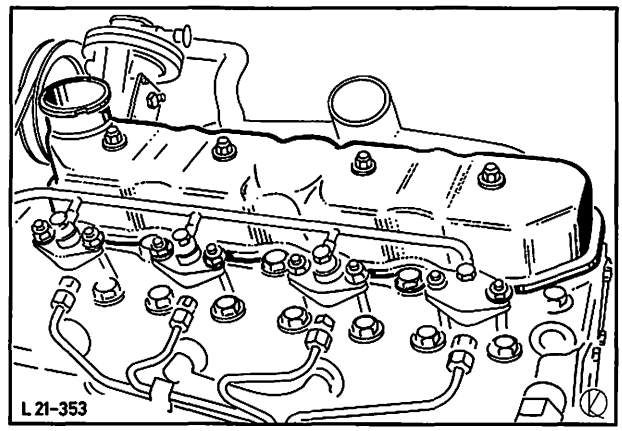

Abb. 128 Zylinderkopfhaube
1. Ansauggeräuschdämpfer abnehmen und Zylinderkopfhaube abschrauben (4 Schrauben), Abb. 128.